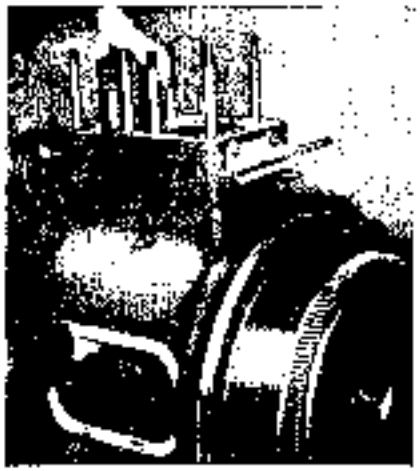

Fig. 25.
On refitting the cylinder head check on the correct tightening of the cylinder head nuts using a torque wrench 4184.90 and applying an effort of 15 to 20 kgm or 130 to 145 ft.-lbs. The tightening order of the cylinder head nuts is: 1-2, 3-4, 5-6, 7-8 as shown in Fig. 25.
4. Pull upwards the connecting rods complete with the other half of the big end bearing shell and the pistons (see Fig. 25).